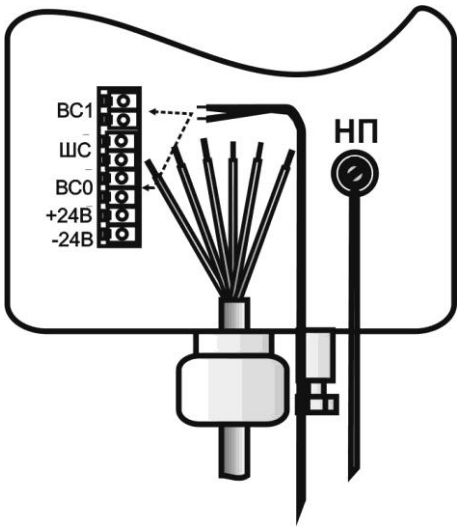

Рис. 10.18
10.4.3 Ввод кабеля связи с БП [питание, ШС (ТРЕВОГА)] в коммутационный отсек БПРМ произвести в соответствии с рис. 10.18.Для чего освободить на 100…150 мм изолированные проводники кабеля от защитных и экранирующих покрытий, снять изоляцию с отдельных проводников кабеля на 15…20 мм и опаять. Ввести кабель в коммутационный отсек через соответствующий гермоввод и завернуть прижимную гайку-втулку до упора.